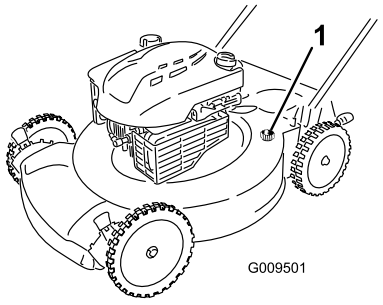

Figur 30
4. Fest en hageslange som er koblet til en vannkran, til vanninntaksporten på maskinen (Figur 30).